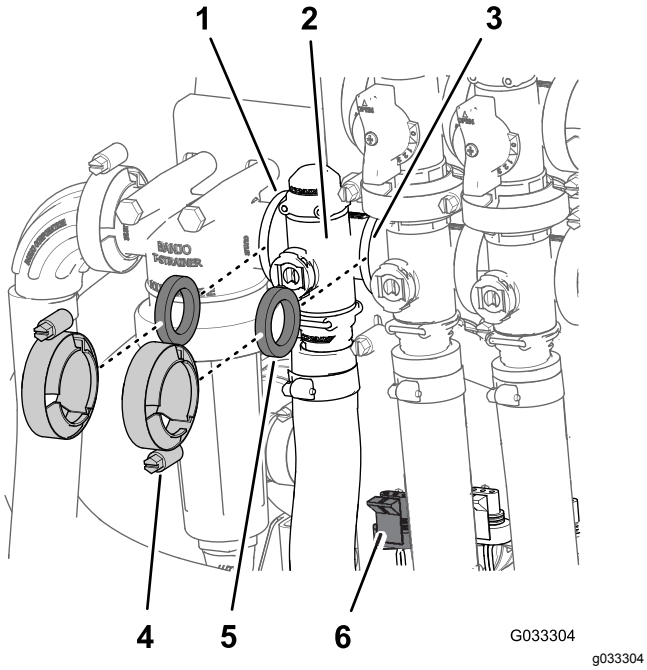

**Figuur 62**
1. Verwijder de klemmen en pakkingen waarmee de verdelerklep voor de gebruiksdosis is bevestigd (Figuur 62).